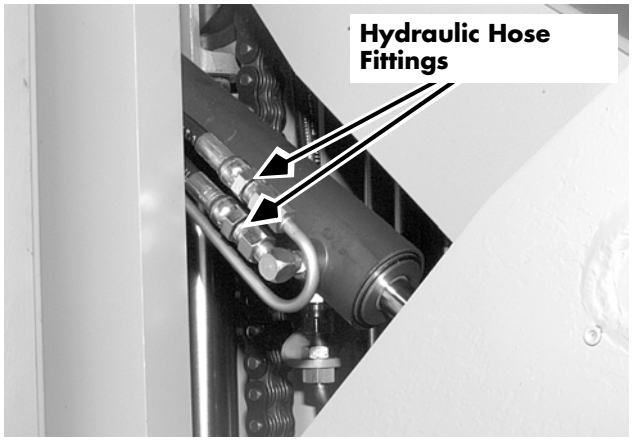

Figure 7-224: Reach Cylinder Hydraulic Hoses
7. Remove the hoses to the cylinder being replaced and plug the ends. See Figure 7-224.